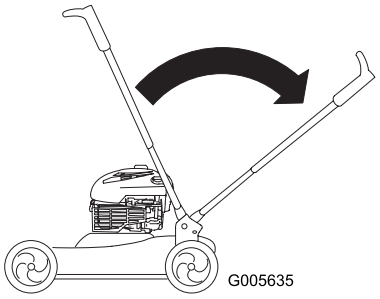

Figur 39
3. För att fälla upp handtaget för du det helt enkelt till körpositionen (Figur 39).